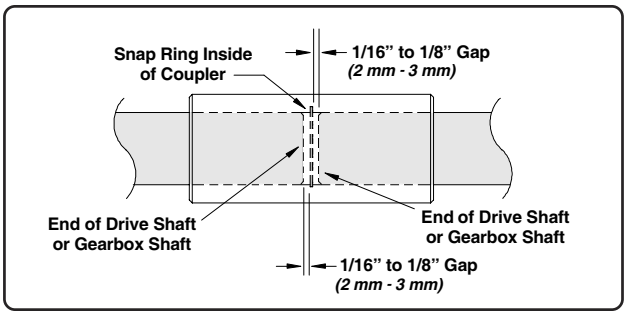
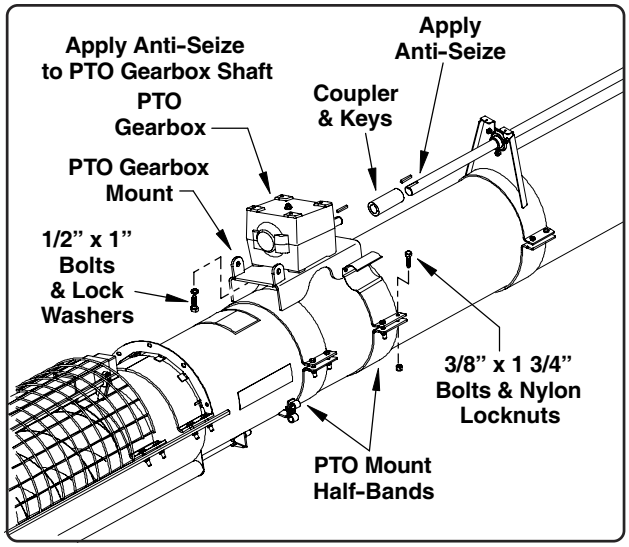

Fig. 28A
Fig. 28B
Insert the 1/4" x 1 1/2" keys into the keyways on both shafts. Apply an anti-seize compound to the shaft ends and using the coupler, connect the shafts together [leave about a 1/16" to 1/8" *(2 mm - 3 mm)* space between the shafts to allow for expansion as shown in Fig. 28A].
3. From the inlet end, slide the 147 7/8" *(3.76 m)* long drive shaft through the bearings for connection to the existing drive shaft. Insert the 1/4" x 1 1/2" keys into the keyways on both shafts. Apply an anti-seize compound to the shaft ends and using the coupler, connect the shafts together [leave about a 1/16" to 1/8" *(2 mm - 3 mm)* space between the shafts to allow for expansion as shown in Fig. 28A].
1. Position the PTO gearbox mount plate and half-bands at the inlet end of the auger close to the end of the drive shaft. Loosely attach the mount plate and half-bands using eight (8) 3/8" x 1 3/4" bolts and nylon locknuts (See Fig. 28B).
2. Set the gearbox on top of the mount plate and secure using four (4) 1/2" x 1" bolts and lock washers.
4. **Apply an anti-seize compound** to the shaft on the gearbox. Insert the 1/4" sq. x 1 1/2" key into the end of the gearbox shaft and slide the gearbox and mount assembly towards the drive shaft, inserting the gearbox shaft into the coupler [leave a 1/16" to 1/8" *(2 mm - 3 mm)* gap between the end of the shafts and the snap ring in the coupler as shown in Fig. 28A].